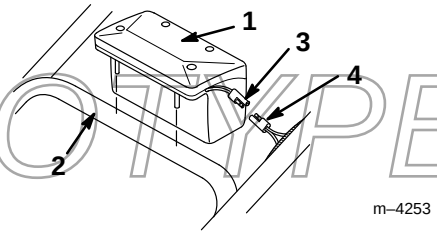

Afbeelding 7
2. Breng de pennen in het accuhuis gelijk met de gaten in de onderste handgreep, en laat de pennen in de gaten zakken totdat het accuhuis op zijn plaats klikt (Afb. 7).
3. Sluit de draad van de accu aan op de draad uit de draadboom die in de geprofileerde buis zit (Afb. 7).